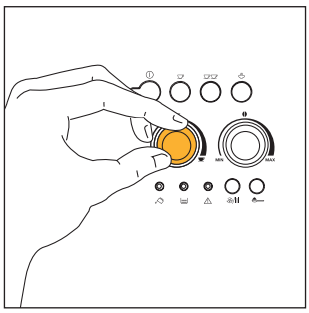

Abb.8
3) Mit dem linken Drehknopf (Abb. 8) wählen Sie die Einstellung der gewünschten Kaffeemenge. Je weiter Sie nach rechts drehen, desto schwächer wird der zubereitete Kaffee sein. Beim ersten Gebrauch der Kaffeemaschine, bereiten Sie versuchsweise mehrere verschiedene Kaffees zu, um die für Sie richtige Position des Drehknopfs ausfindig zu machen.